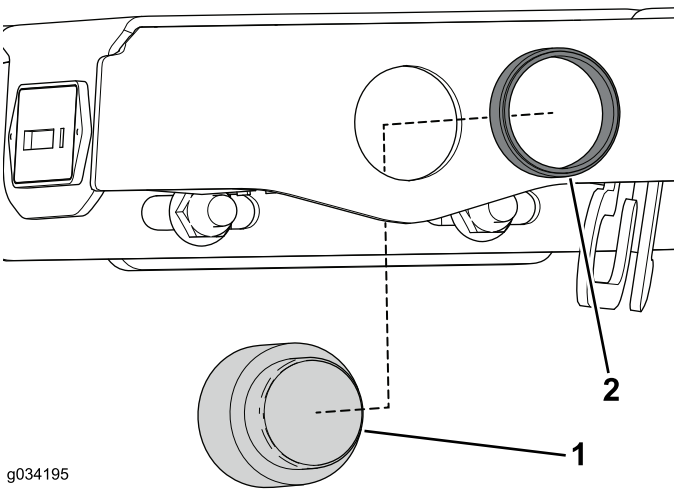

図 11
2. アラームのリテーナリングを外してコンソールアセンブリから外す図 11。